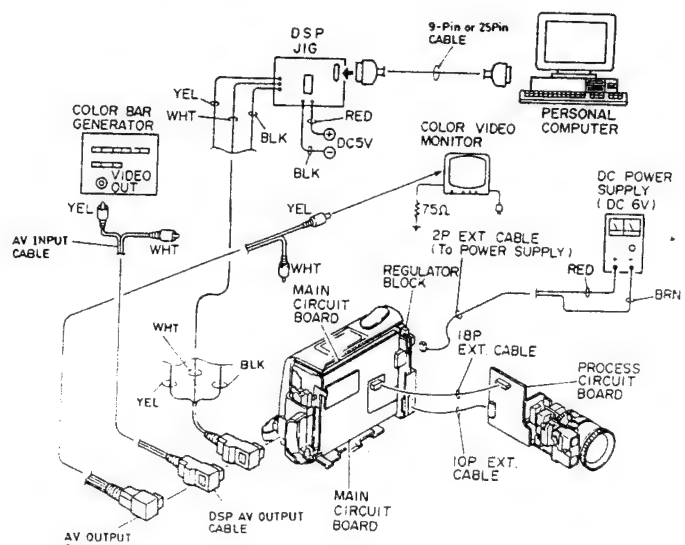

Fig. 4-1
Remove the components, etc. listed below first, referring to CHAPTER 2 DISASSEMBLY. (See Fig. 4-1)
3) Connect this unit, a power supply and a colour video monitor as shown in Fig. 4-1.